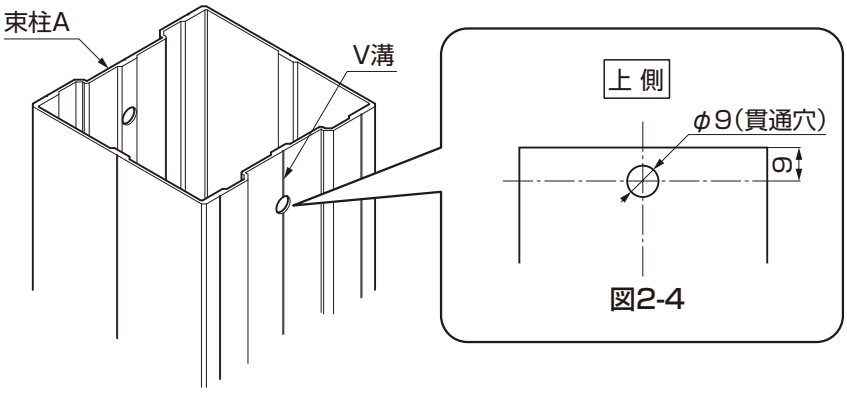

図2-4
②束柱にφ9の貫通穴を加工してください。(図2-4参照)
③束柱に、束柱固定金具を【1-2】で固定してください。